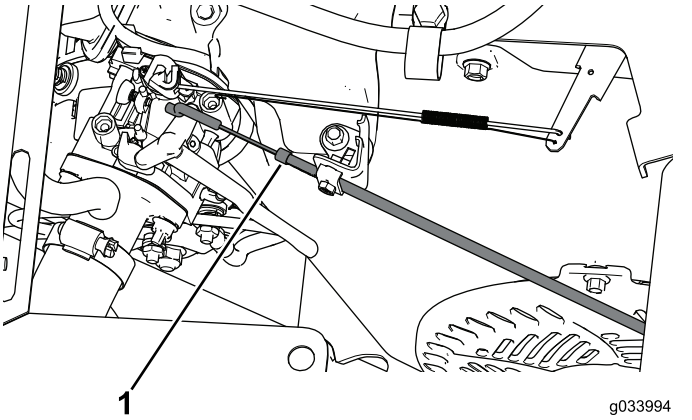

Figuur 11
5. Koppel de chokekabel van de motor (Figuur 11).